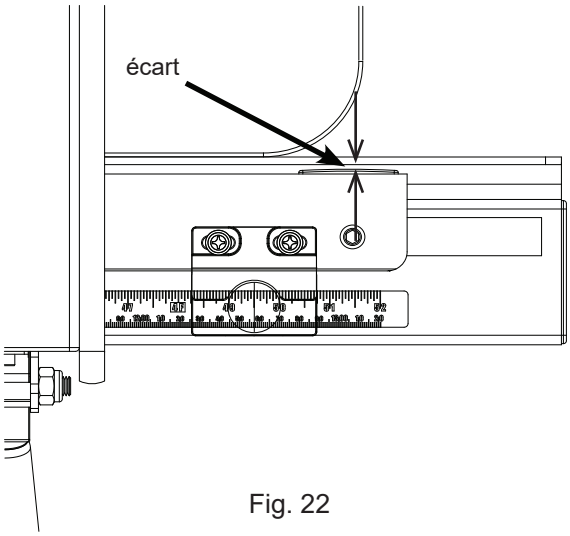

Fig. 22
22. Ensuite, déplacez le guide vers l'extrémité droite du tube, répétez le processus ci-dessus pour positionner le tube et serrez la vis la plus à droite (voir Fig. 22). Une fois les deux extrémités du tube correctement ajustées, serrez les boulons à tête hexagonale M8 x 16 restants pour monter le tube avant sur le rail avant. La clôture doit maintenant glisser doucement le long du tube avant, sans contrainte ni jeu excessif.